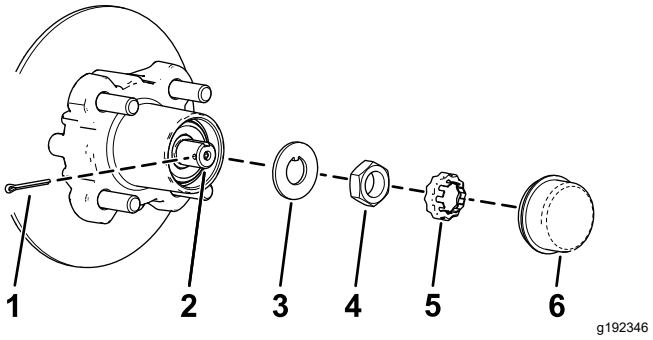
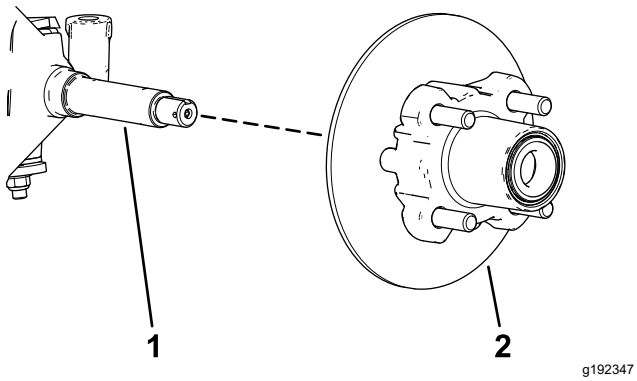

Figur 34
Figur 35
4. Ta av dammkåpan från navet (Figur 34).
5. Ta bort saxpinnen och mutterhållaren från spindeln och spindelmuttern (Figur 34).
6. Avlägsna spindelmuttern från spindeln och skilj sedan navet och rotorn från spindeln (Figur 34 och Figur 35).